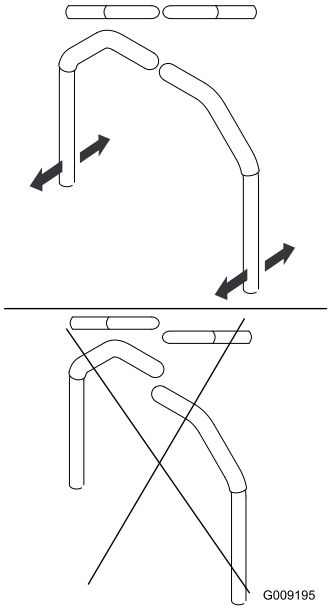

Figuur 75
4. Zet de hendels in de lengterichting door deze naar elkaar in de neutraalstand te brengen. Schuif de hendels tot ze op één lijn staan en draai de bouten vast (Figuur 75).